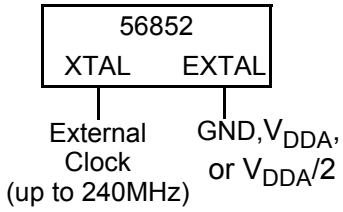

Figure 4-7 Connecting a High Speed External Clock Signal using XTAL
The recommended method of connecting an external clock is given in **Figure 4-7.** The external clock source is connected to XTAL and the EXTAL pin is held at ground (recommended), V_{DDA}, or $V_{DDA}/2$. The TOD_SEL bit in CGM must be set to 1.
1. See **Figure 4-7** for details on using the recommended connection of an external clock driver.